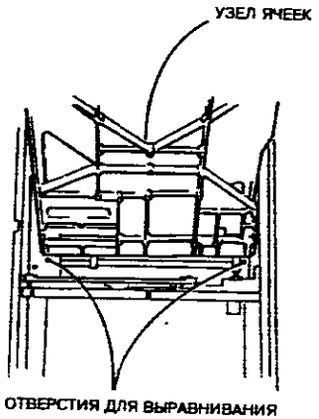

**Рисунок 5. Положение узла ячеек**
3. (Рисунок 5) Задвигайте узел ячеек в корпус до тех пор, пока основание не окажется над отверстиями для выравнивания.